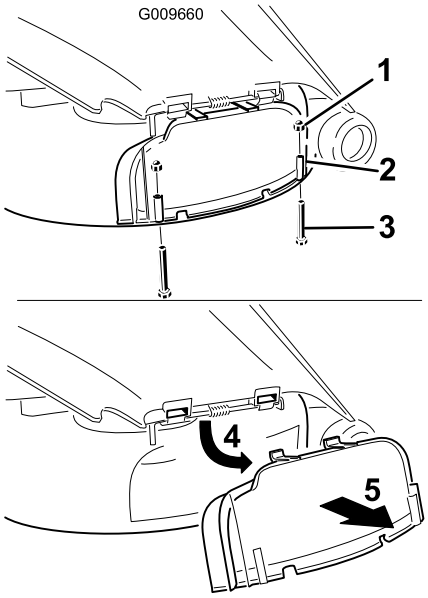

Figur 22
3. Fjern de to bolte og møtrikker, som fastgør udblæsningsdækslet til plæneklipperen (Figur 22).